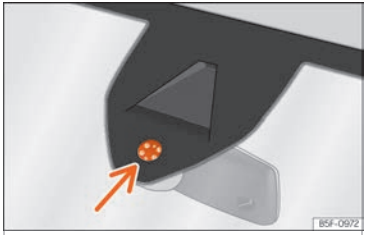

Fig. 106 Rain sensor sensitive surface
Possible causes of faults and mistaken readings *on the sensitive surface* ››› Fig. 106 of the rain sensor include:
- **Clean the sensitive surface of the rain sensor regularly and check the blades for damage ››› Fig. 106 (arrow).**